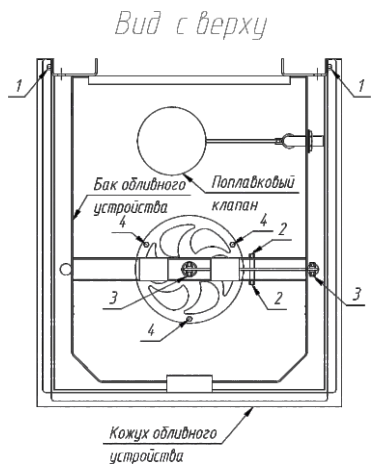

Рис. 4
6. Установите декоративный кожух на бак обливного устройства и закрепите его при помощи болтов 1 (см. рис. 4)
3. снимите декоративный кожух с бака обливного устройства открутив болты 1 (см. рис. 4)
6. отсоедините рычаг слива от сливного механизма раскрутив гайки 2 и 3 (см. рис. 4)
7. извлеките сливной механизм из бака обливного устройства раскрутив гайки 4 (см. рис. 4)